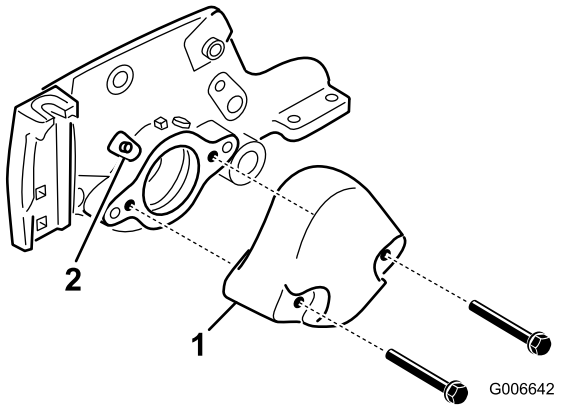

Figur 3
3. Fjern de to boltene som fester motvekten på venstre side av klippeenheten. Fjern motvekten (Figur 3).
4. Fjern den rette smørenippelen fra lagerhuset, og erstatt med 45 graders nippel (Figur 3). Plasser nippelen slik at den peker mot toppen av klippeenheten.